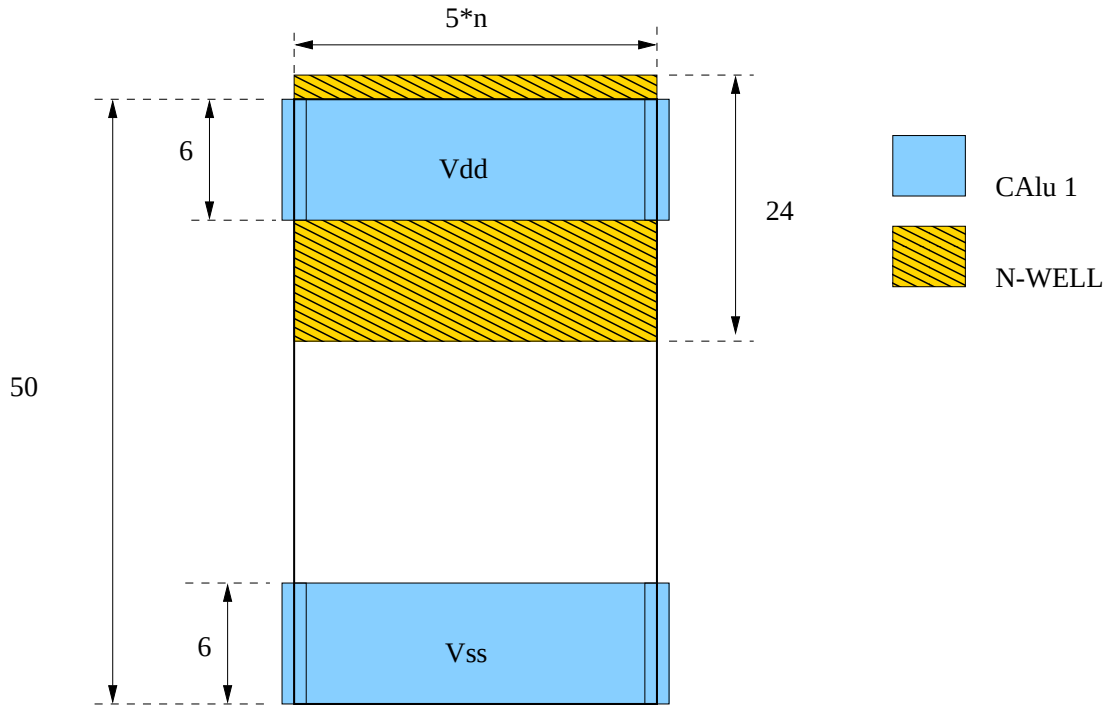

Figure 4: a cell model of the sxlib library
- draw the cell under **GRAAL** by respecting the gauge specified on the figure 4.
- draw the cell under **GRAAL** by respecting the gauge specified on the figure 4. You will use for that the instanciated function of **GRAAL** . The cell with instanciate is of course the inverter, which you will connect (will routing) manually.